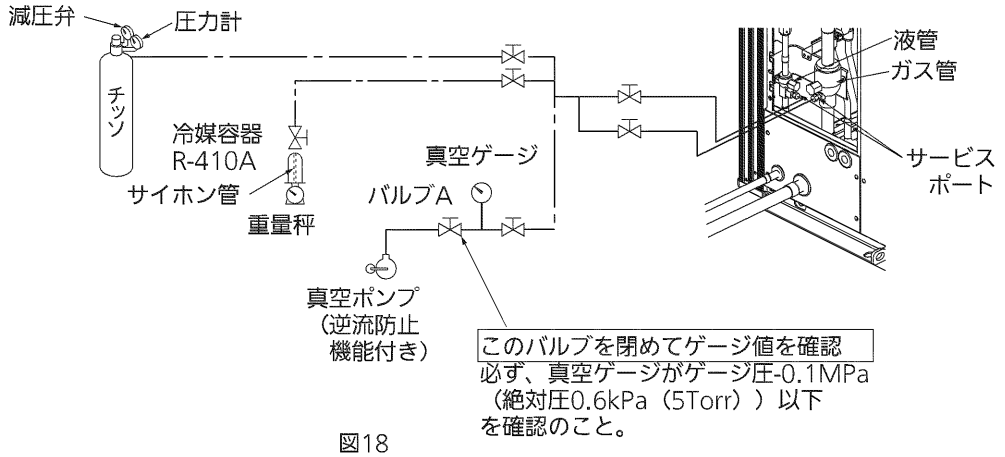

図18
●ガス管、液管のサービスポートに窒素ガス、真空ポンプ等を図18の通りに接続してください。
①室外ユニットのガス管、液管の閉鎖弁が全閉であることを確認してください。
②ガス管、液管のサービスポートに真空ポンプ、真空ゲージを図18のとおりに接続してください。
③室内ユニットおよび配管内の真空引きおよび真空乾燥を行ってください。
④真空ゲージがゲージ圧-0.1MPa（絶対圧0.6kPa（5Torr））以下まで真空引きを行ってください。
⑤-0.1MPa以下になってから1時間以上真空ポンプを連続運転し、真空引き（真空乾燥）を行ってください。
⑥バルブAを全閉し、真空ポンプに接続されているホースをゆるめ、真空ポンプを停止してください。
⑦1時間放置後、⑥終了直後よりも真空ゲージの圧力が上昇していないことを確認し、真空乾燥を終了してください。